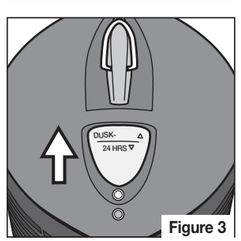

Figure 3
b. To select energy$mart™ Dusk to Dawn Operation, slide the grey button up, revealing the sundown sensor. The unit will automatically turn ON at dusk, operate through the night, and turn OFF in the morning (Figure 3).